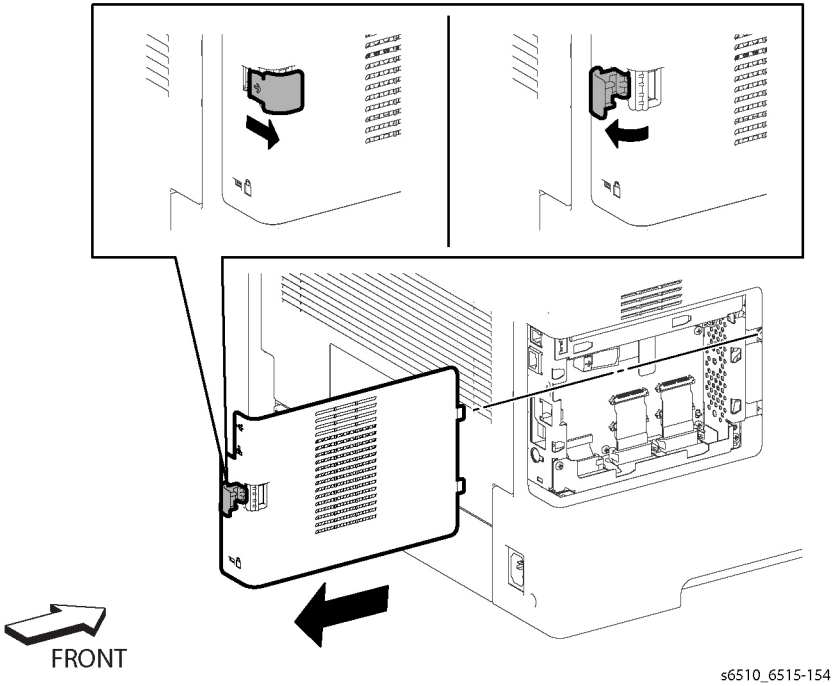

Figure 1 Remove the ESS Window Assembly (SFP)
1. Refer to Figure 1 to release the lever in the direction of the arrow.